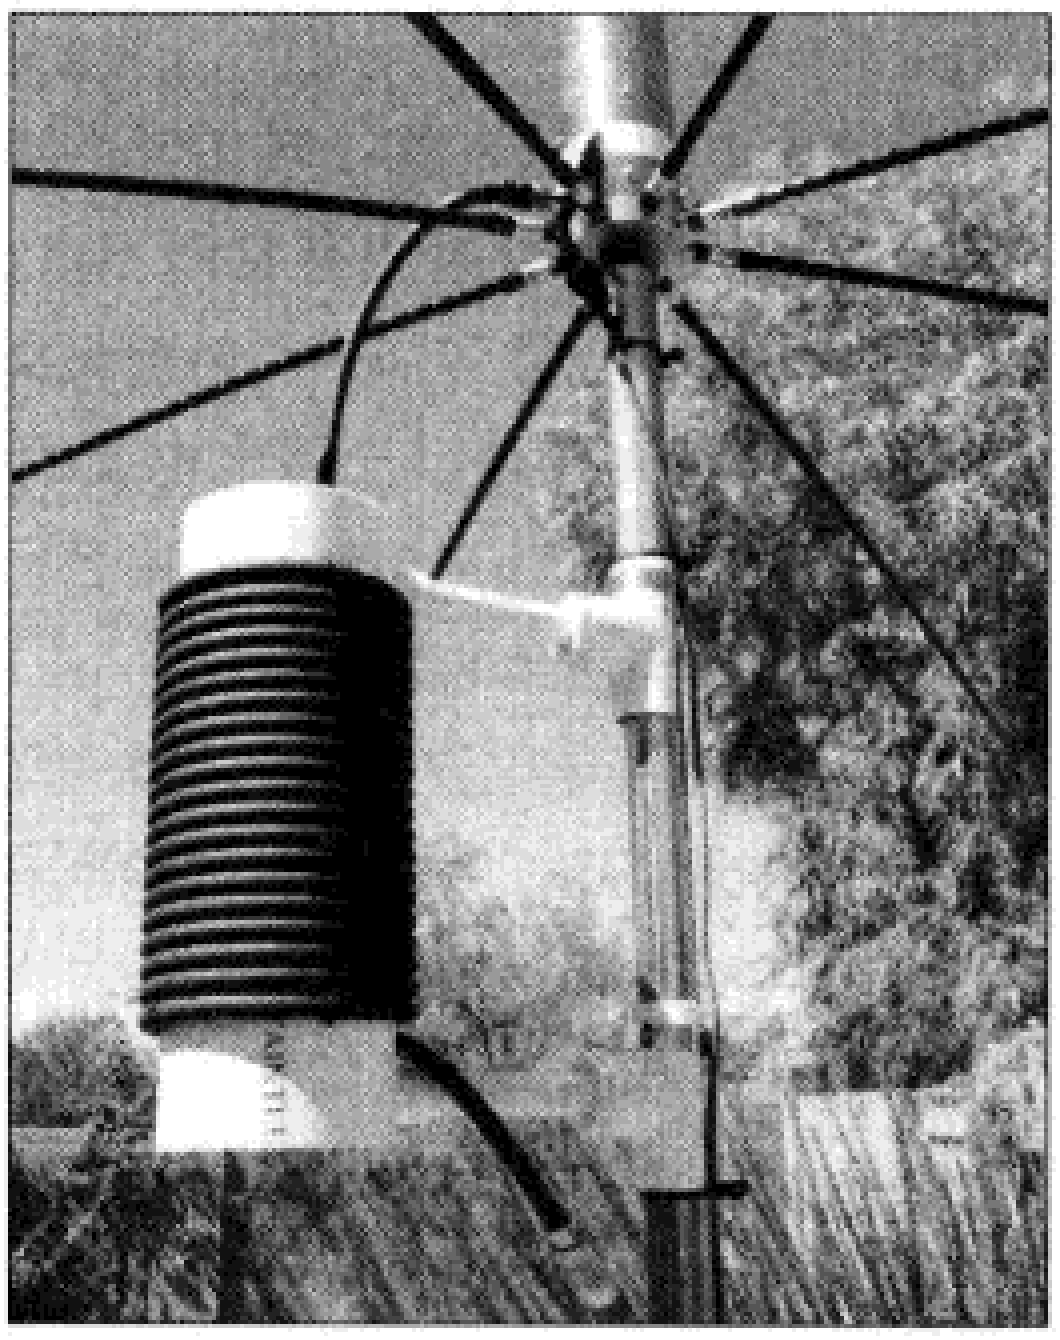

图2 用RG-58同轴电缆，在ABS塑料管上绕制的陷波型巴伦。陷波型巴伦可以有效阻止射频电流沿同轴电缆外导体回流，但是不能阻止其电流在内导体中的流动。
2. 陷波型同轴电缆巴伦（见图2）。要避免使用RG-8X和RG-8M一类的同轴电缆来制作巴伦。因为这种电缆在弯折得太厉害时，电缆的芯线和屏蔽网间有可能产生放电。所以坚固的RG-8、RG-213一类的电缆是首选。这种巴伦在体积上还是有些过大的，因此在室内并不适合，仅适用于户外使用（放置于电台和天调之间）。